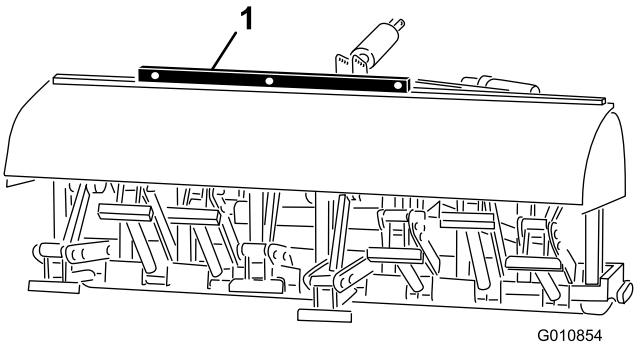

**Figuur 25**
2. Plaats een waterpas bovenop het frame van de beluchter om te controleren of deze waterpas staat (Figuur 25).